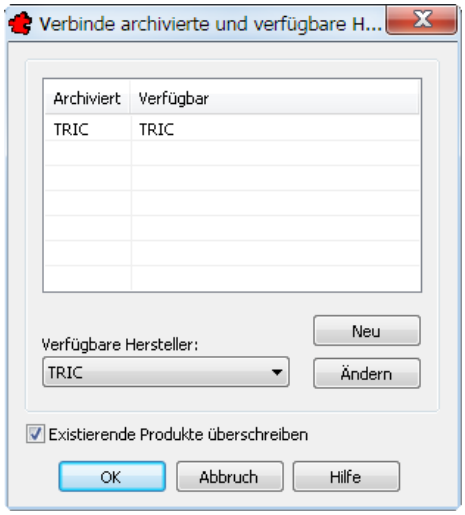

Bild 36.36 – Verknüpfen des Produktarchivs mit einem bestehenden oder neuen Hersteller.
- Hierauf erscheint die Dialogbox *Verbinde archivierte und verfügbare Hersteller* (Abb. 36.36).